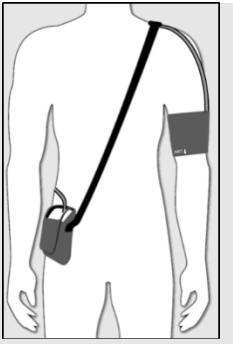

Fig. 1: Mobil-O-Graph® con correa para el hombro
- Procure colocar bien la correa para el hombro/para la cintura y el tubo del brazalete, véase la fig. 1.
- La conexión del tubo del brazalete debe mirar hacia arriba, véase la fig. 1.